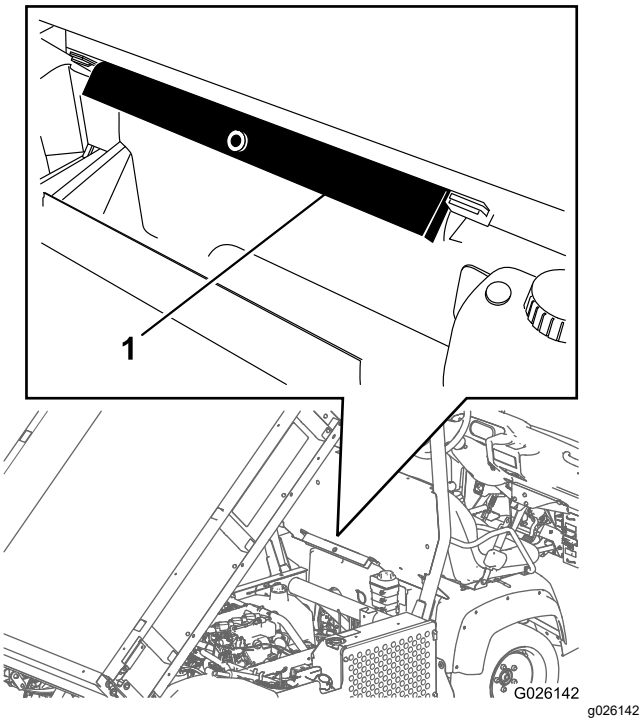

Figur 21
2. Fjern ladstøtten fra opbevaringsbeslagene bag på styrtbøjlepanelet (Figur 21).